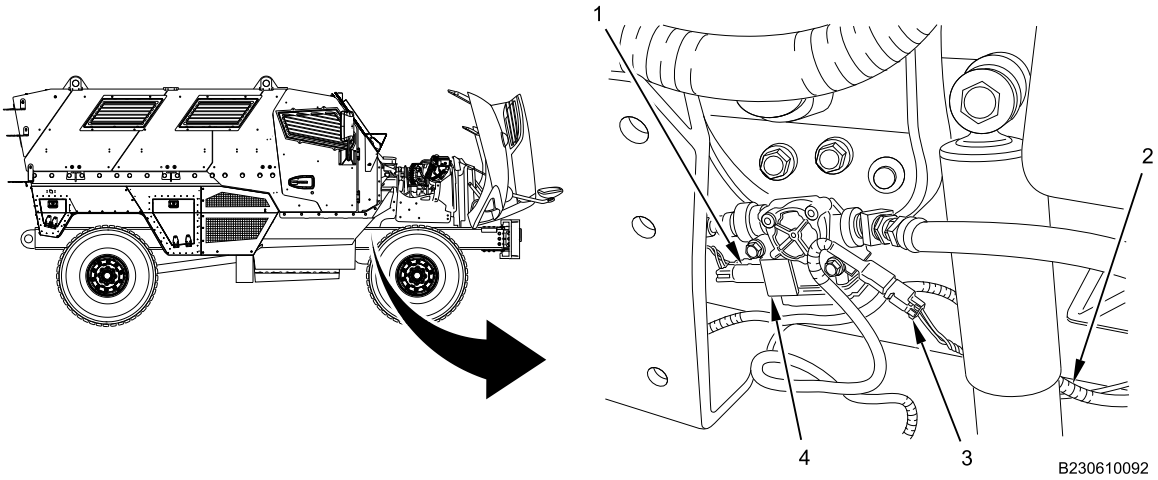

Figure 14. Right ABS Modulator Connections.
2. Connect three-pin connector (Figure 14, Item 4) to right ABS modulator (Figure 14, Item 3).
3. Connect two-pin connector (Figure 14, Item 2) to forward chassis harness (Figure 14, Item 1).